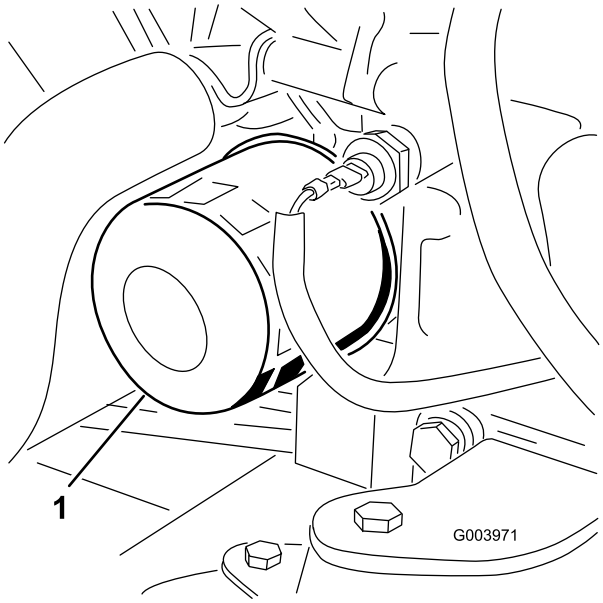

Figur 56
3. Avlägsna oljefiltret (Figur 56).